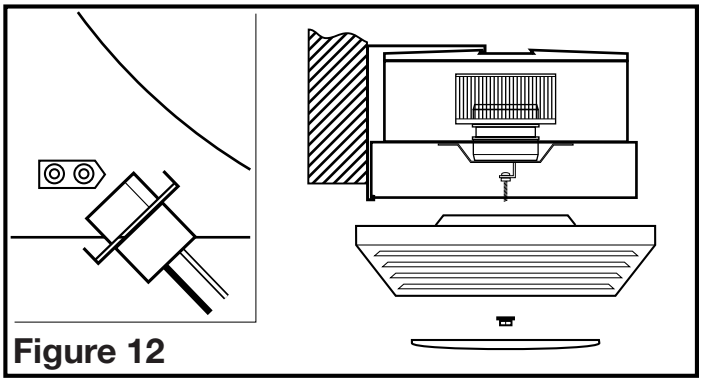

Figure 12
4. Après avoir fixé le boulon du réflecteur, soulevez le grille/réflecteur vers le haut, en place, et branchez le réflecteur au réceptacle approprié. Fixez l'assemblée au boulon du réflecteur en utilisant l'écrou borgne et la rondelle de freinage. Installez la lampe LED dans la douille en alignant les broches de la base de la lampe à la prise de la douille de lampe. Tournez le corps de la lampe dans le sens horaire jusqu'à ce que la lampe s'enclenche et est fermement en place dans la douille **(Figure 12).**